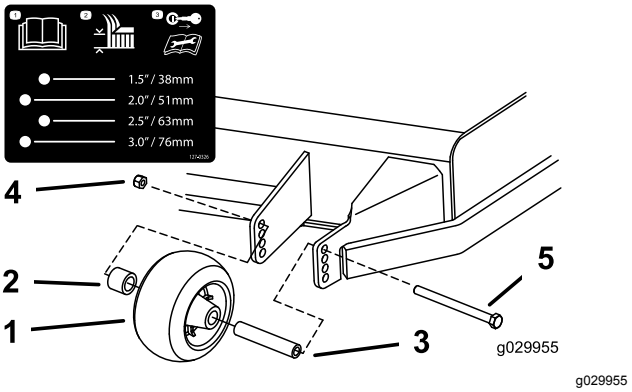
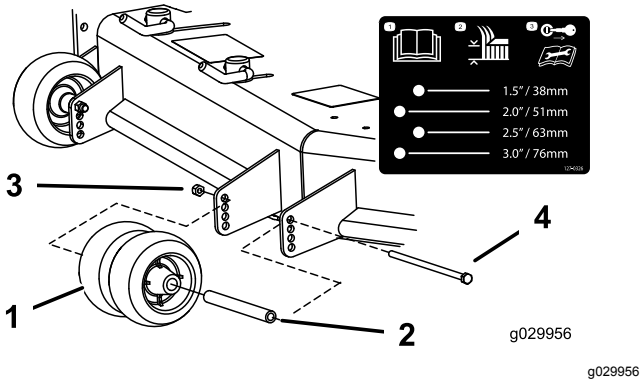
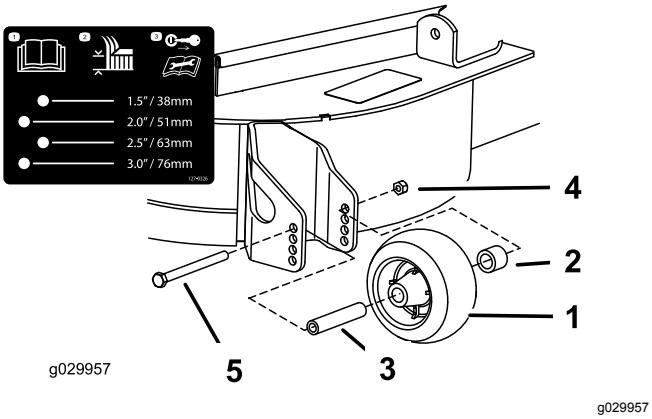

Figur 31
Figur 32
Figur 33
3. Juster antiskalperingsvalsene som vist i Figur 31, Figur 32 og Figur 33.